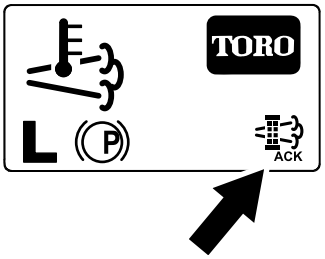

Figuur 79
8. Het hoofdscherm van het InfoCenter verschijnt en het pictogram regeneratie aanvaard (Figuur 79) verschijnt rechts onderaan het scherm terwijl de regeneratie bezig is.